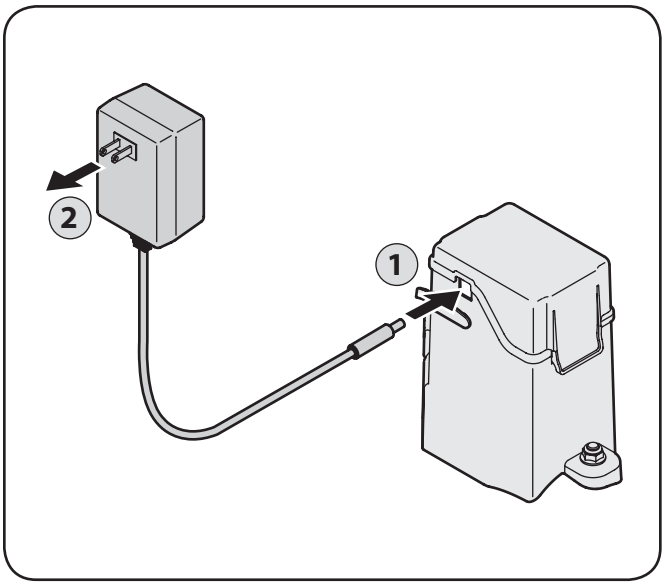

Figura 7-4
1. Desbaratar junta de la tapa , enchufe el cargador de la batería dentro del orificio en la parte inferior del alojamiento de la batería, Figura 7-4.